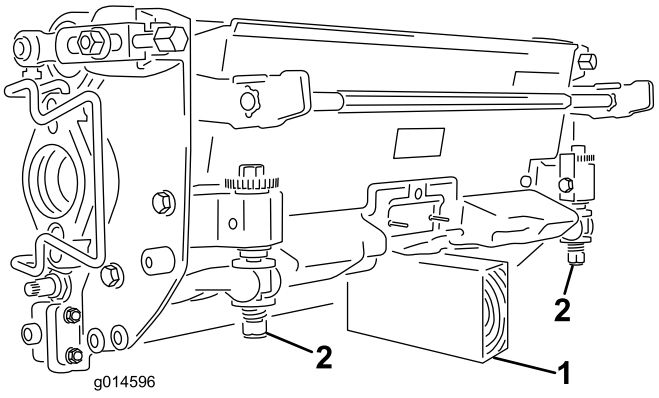

**Figur 10**
**Viktigt: När du behöver tippa klippenheten för att exponera underkniven/cylindern, stöttar du upp klippenhetens bakre ände så att muttrarna på den bakre änden av underknivens justerskruvar inte vilar mot arbetsytan (Figur 10).**